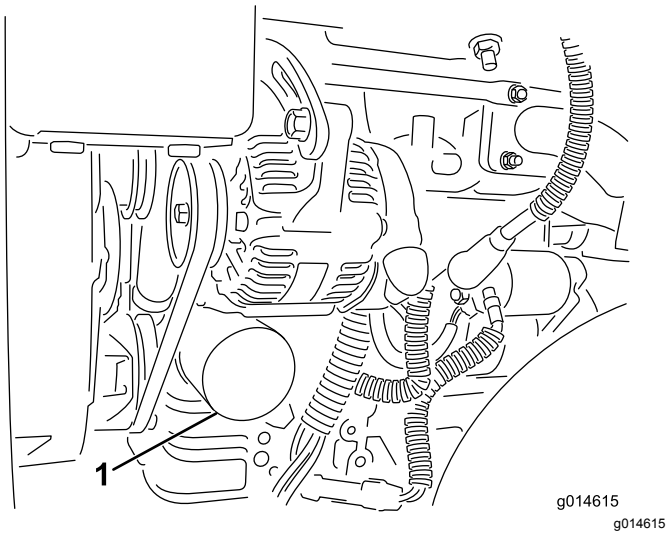

Figuur 27
2. Verwijder het oliefilter (Figuur 27). Smeer een dun laagje schone olie op de pakking van het filter.